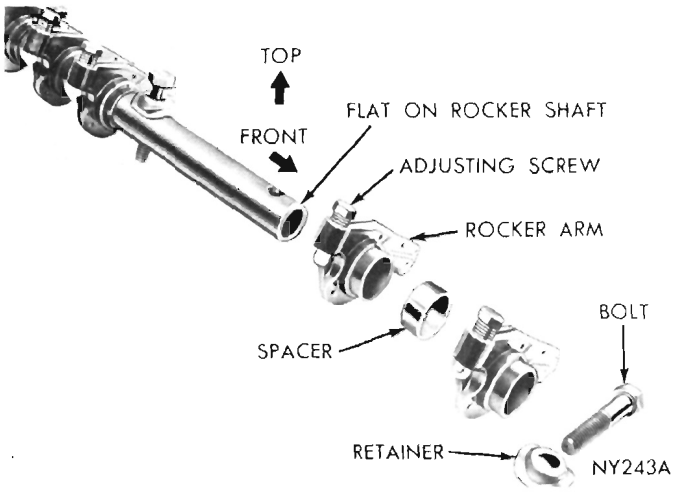

Fig. 10—Rocker Shaft Assembly
(1) Rocker arms and shaft assembly must be installed, (Fig. 10). The flat on the end of rocker shaft must be on top and point toward front of engine. This is necessary to provide proper lubrication to rocker assemblies.
(2) Install rocker shaft retainers between rocker
(5) Install rocker arms and shaft assembly with "FLAT" on end of rocker shaft "ON TOP" and pointing toward front of engine, (Fig. 10) to provide proper lubrication to rocker assemblies. **Install rocker shaft retainers between rocker arms to they seat on rocker shaft and not on extended bushing on rocker arm.** Be sure to install long retainer in center position only. Install rocker shaft bolts (long bolt at rear of engine) and tighten to 25 foot-pounds.
(6) Loosen the 3 bolts holding intake manifold to exhaust manifold. This is required to maintain proper alignment.
(7) Install intake and exhaust manifold and carburetor assembly to the cylinder head with cup side of the conical washers against manifolds. Tighten nuts to 10 foot-pounds.
(8) Tighten 3 bolts holding intake manifold to exhaust manifold to 15 foot-pounds.